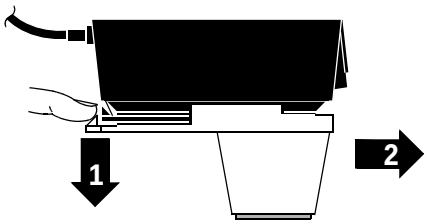

Abbildung 6-7 Abnehmen einer pädiatrischen Defibrillationselektrode
2. Die pädiatrische Defibrillationselektrode herunterschieben (siehe Abbildung 6-7).